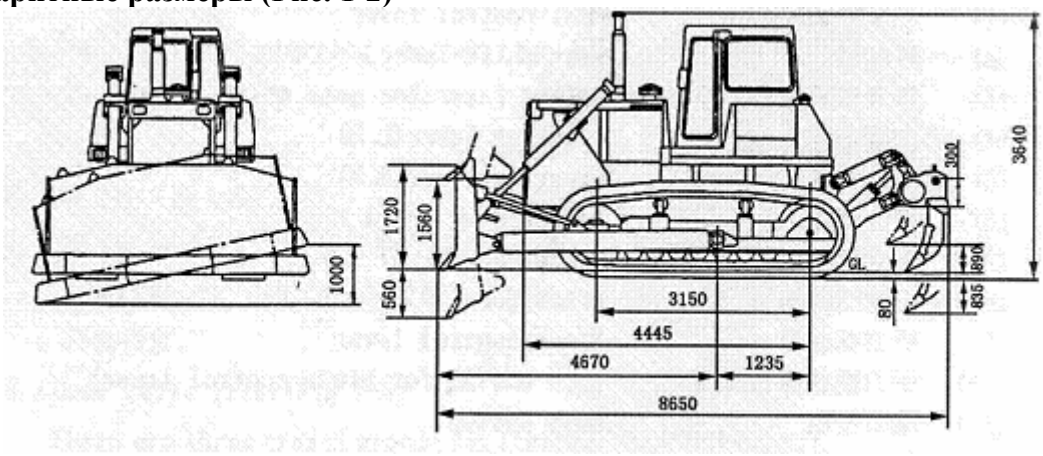

Рис. 1-2
1.3. Габаритные размеры (Рис. 1-2)